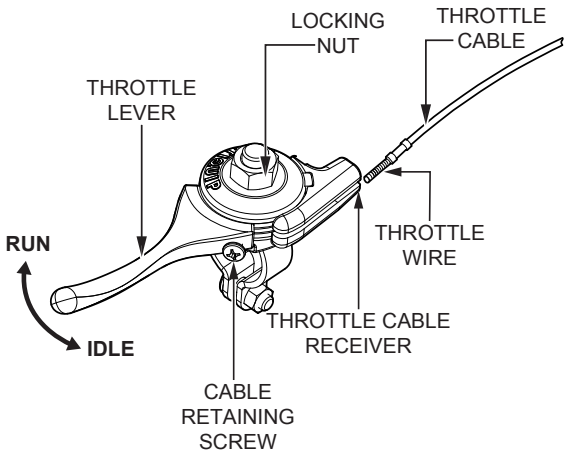

Figure 19. Adjust Cable Tension
16. On the throttle lever, slightly loosen the locking nut and cable retaining screw (Figure 19).
17. Make sure the throttle cable is seated in the throttle cable receiver (Figure 19).
18. Route the throttle wire approximately 1/2 inch past the cable retaining screw (Figure 19). Tighten the cable retaining screw to secure the throttle wire.
19. Adjust cable tension as needed by loosening or tightening the locking nut and cable retaining screw on the throttle lever (Figure 19).